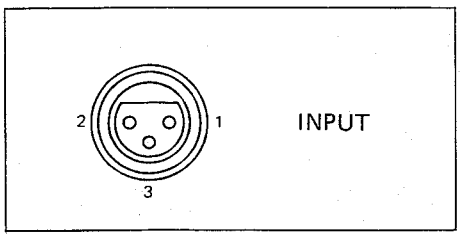

Fig. 1
Symmetrischer Eingang MIC INPUT (Fig.1)
10.1.1. LINE INPUT (Fig. 1)
Balanced input MIC INPUT (Fig. 1)
Entrée symétrique MIC INPUT (Fig. 1)